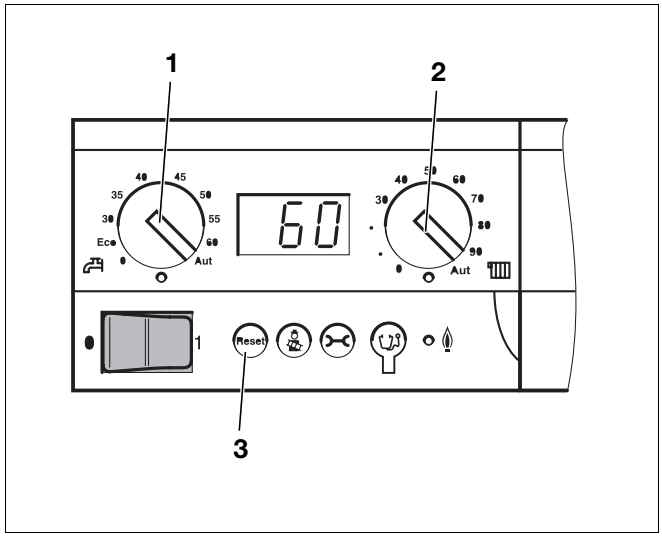

Rys. 19 Moduł podstawowy Logamatic BC10
Ponieważ palnik dostarczany jest w „stanie awarii”, przed pierwszym uruchomieniem należy dokonać odkłócenia palnika przy użyciu przycisku „Reset” (Rys. 19, **Poz. 3,** strona 21)**.** Alternatywnie można użyć przycisku odkłócającego znajdującego się na automacie palnikowym SAFe 10 (patrz opis poniżej).
Ponieważ palnik dostarczany jest w „stanie awarii", przed pierwszym uruchomieniem należy dokonać odkłócenia palnika przy użyciu przycisku „Reset" na BC10 (Rys. 19, **Poz. 3**)**.** Alternatywnie można użyć przycisku odkłócającego znajdującego się na automacie palnikowym (patrz opis poniżej).
- Ustawić pokrętła do nastawiania maksymalnej temperatury wody w kotle (Rys. 19, **Poz. 2**) i do nastawiania zadanej temperatury ciepłej wody (Rys. 19, **Poz. 1**) w położeniu „Aut".